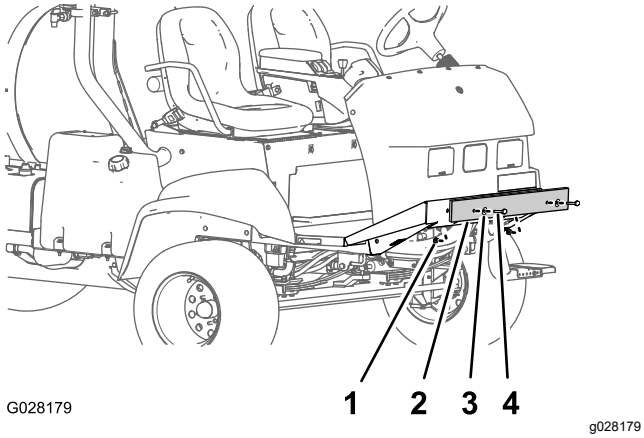

Figura 9
1. Retire los pernos, las arandelas y las tuercas que sujetan el protector de transporte a la placa delantera del chasis (Figura 9).
2. Retire el protector de transporte de la máquina (Figura 9).